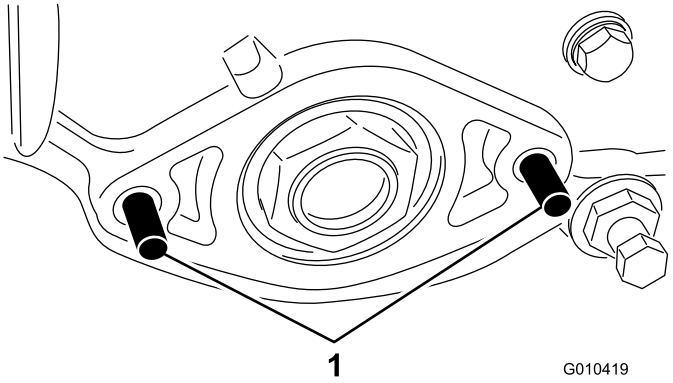

Рисунок 4
7. Установите 2 болта (M8) в левую боковую плиту, как показано на Рисунок 4.